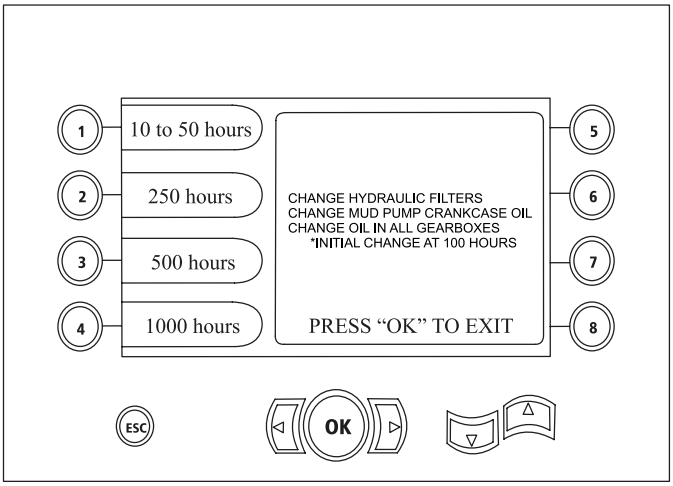

Figure 26
- Bouton 3 – calendrier d'entretien à 500 heures (Figure 26)